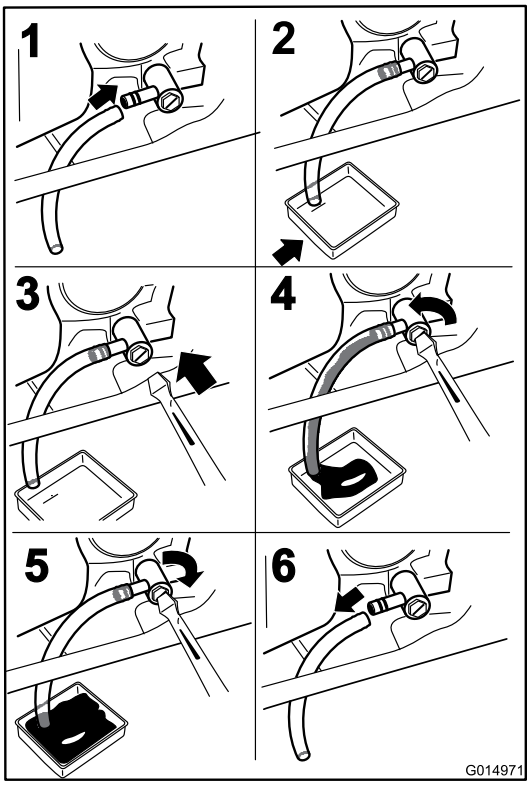

Figur 37
4. Stop motoren, fjern nøglen, og vent, til alle bevægelige dele er standset, før du forlader betjeningspositionen (Figur 37).